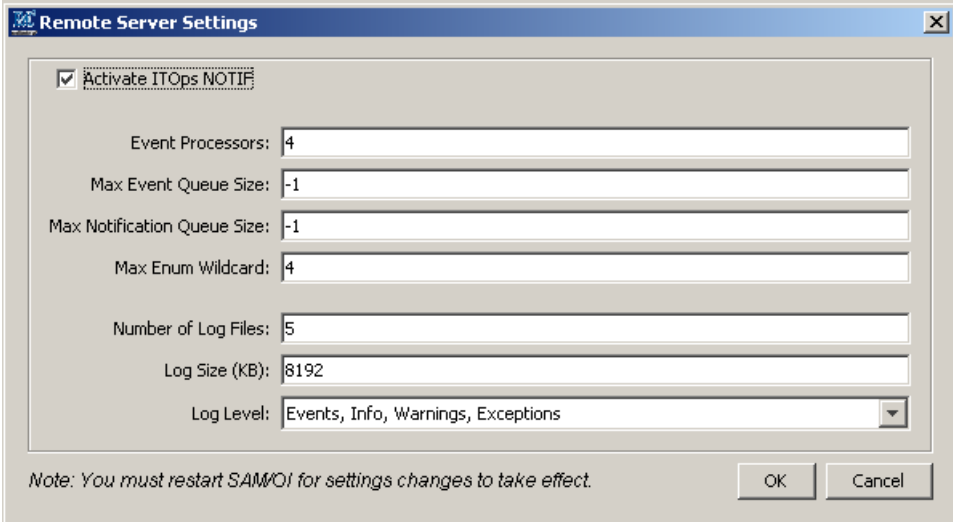

Figure 31 Remote Server Settings dialog box
12. The **Remote Server Settings** dialog box appears that shows the server's current settings as shown in Figure 31 on page 69. In the **Remote Server Settings** dialog box, select the **Activate EMC Smarts NOTIF** checkbox, and then click **OK**. You can also change other server settings in the **Remote Server Settings** dialog box, if desired.